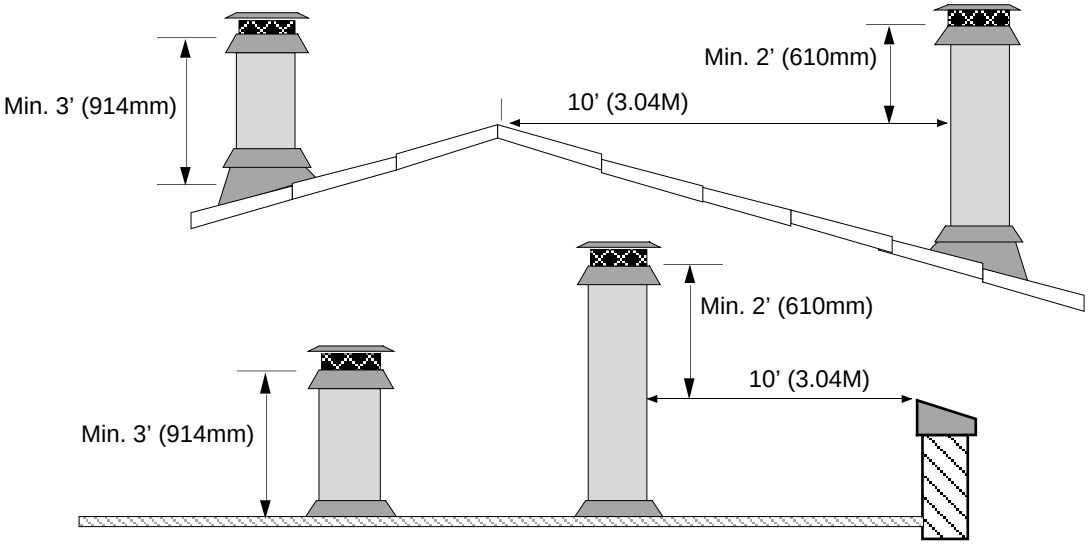

Figure 6
- Must terminate at least 3' (914mm) above the roof **and** at least 2' (610mm) above any portion of the roof within 10' (3.04M) - see Figure 6 below.